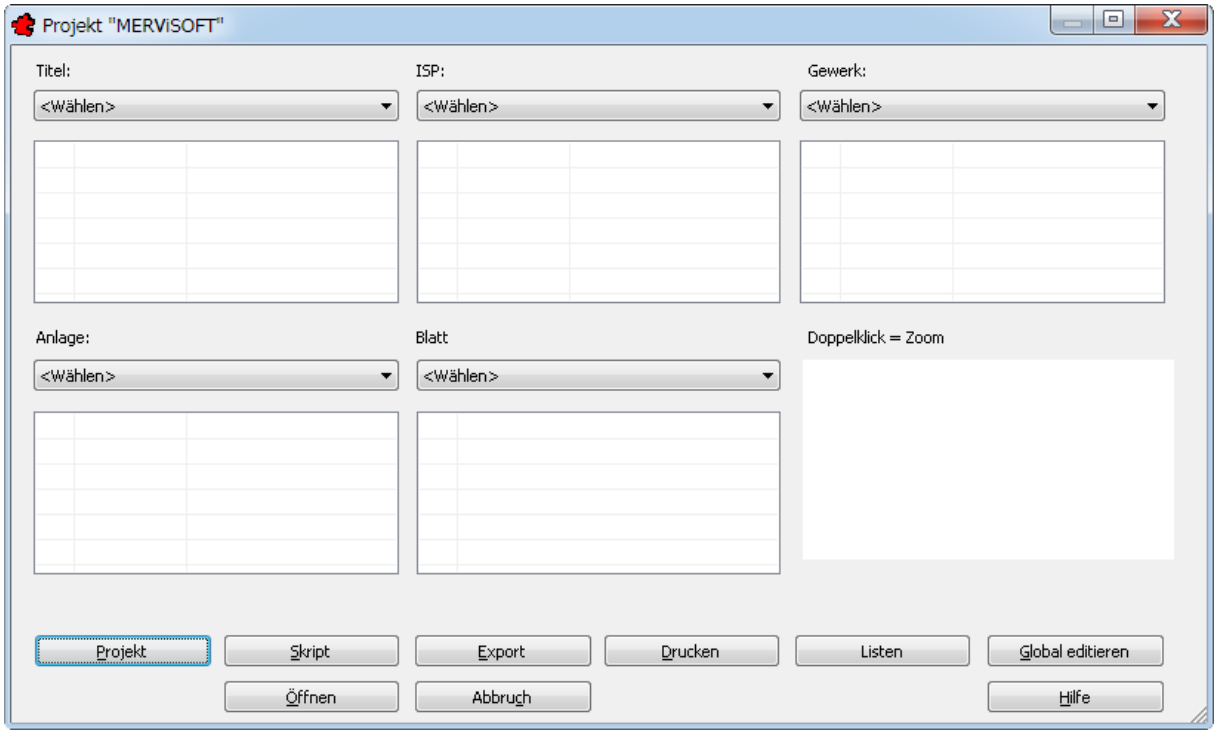

Bild 18.5 - Die leere Zeichnungsverwaltung des neuen Projekts
- Hierauf erscheint die Zeichnungsverwaltung, allerdings noch ohne jeden Eintrag (Abb. 18.5). In der Titelleiste lesen Sie den Namen des aktuellen Projekts.